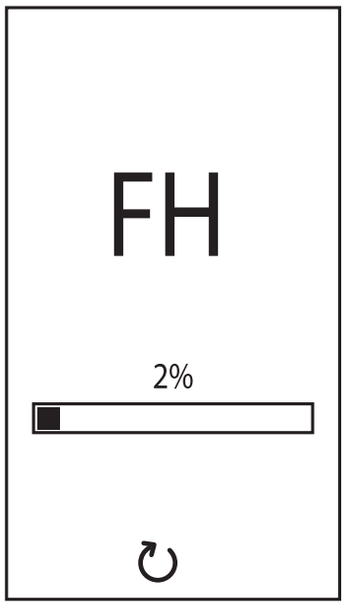

Рис. 8. Выпуск воздуха с включенным вентилятором
- В течение последующих 20 секунд на дисплее высвечивается символ **FH**, обозначающий цикл стравливания воздуха из системы отопления при работающем вентиляторе (рис. 8).